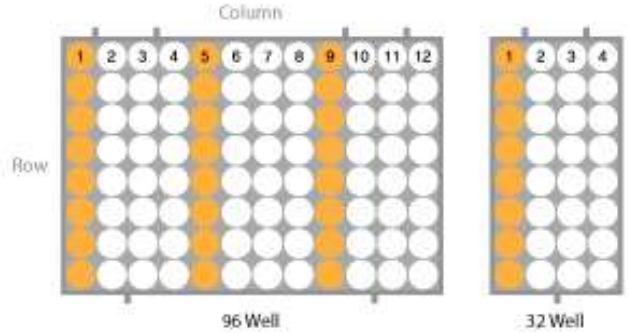

Figura 6: Pocillos de muestras (marcados en naranja) con respecto al tipo de placa
2. Mezcle con Vortex la muestra y transfiera 200µL de cada muestra en los pocillos de muestra (en una placa de 96 pocillos: aplique las muestras en la 1a, 5a, y 9a columnas; en una placa de 32 pocillos: aplique muestras a 1a columna) de la placa de extracción (figura 6).